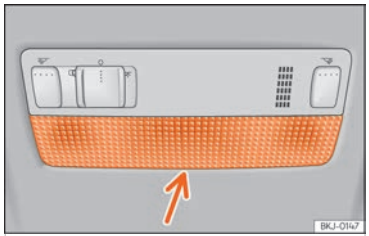

Fig. 167 Luz de lectura delantera.
- Introduzca un destornillador fino por su parte plana entre la carcasa y el cristal ››› fig. 167.